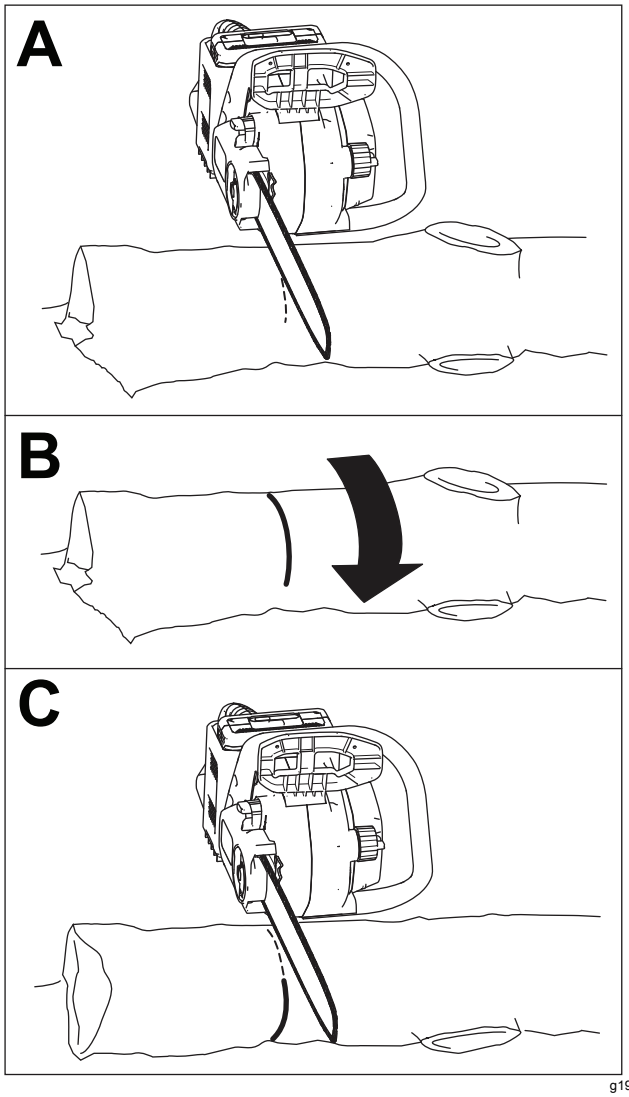

Figura 20
- Si el tronco está apoyado en los dos extremos pero no en el medio, corte hasta un tercio del diámetro desde arriba y luego corte desde abajo o gire el tronco y corte hasta llegar al primer corte (Figura 20).